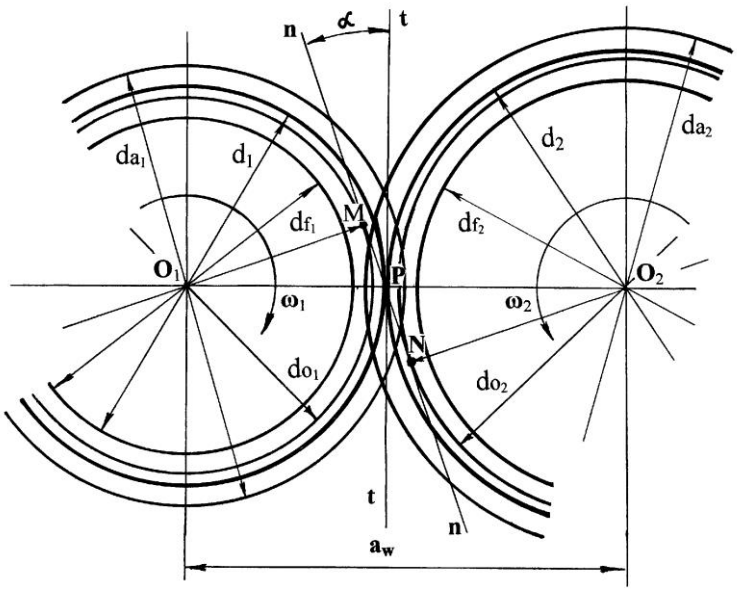

Рис. 4.4. Построение касательной $t - t$, линии зацепления $n - n$
5. Через полюс P провести касательную ($t - t$) к делительным окружностям перпендикулярно к линии центров колес (рис. 4.4).
6. Через полюс P под углом α (угол зацепления) провести линию зацепления $n - n$. Наклон линии зацепления по отношению к касательной ($t - t$), по часовой или против часовой стрелки, зависит от направления вращения колес (см. рис. 4.4). Наклон линии ($n - n$) противоположен направлению вращения ведущего колеса и совпадает с направлением вращения ведомого колеса.
7. Из центров колес опустить перпендикуляры O_1M и O_2N к линии зацепления (см. рис. 4.4).
8. Провести основные окружности с диаметрами $do_1 = 2O_1M$ и $do_2 = 2O_1N$ (см. рис. 4.4). При этом линия зацепления является касательной к основным окружностям.